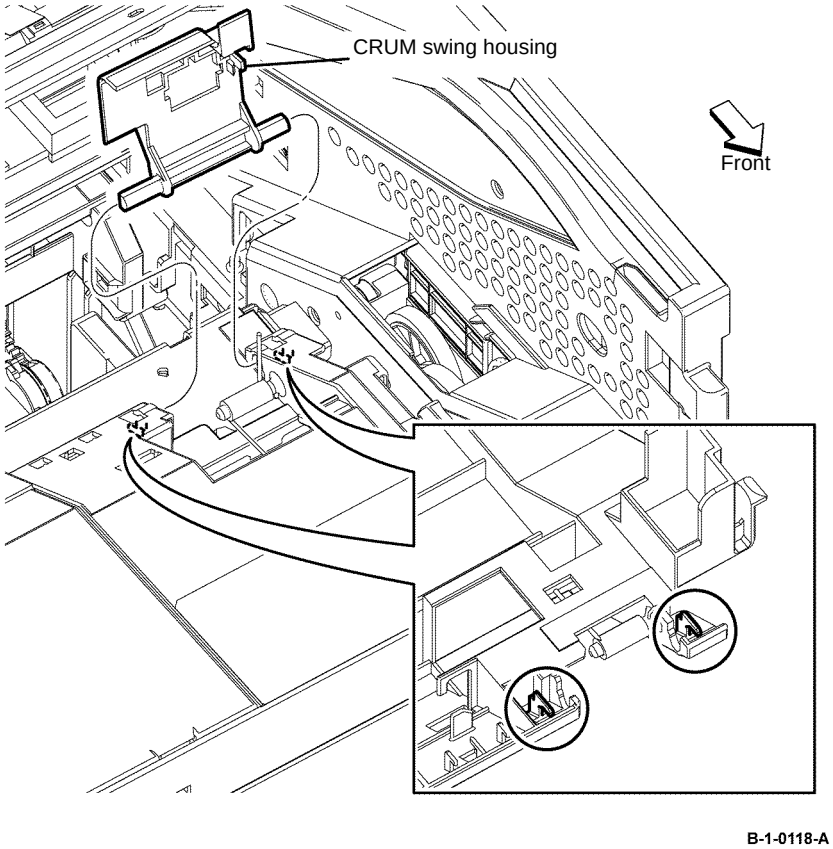

Figure 3 CRUM swing housing removal
6. Release two bosses of the CRUM swing housing, then remove the CRUM swing housing from the printer, Figure 3.